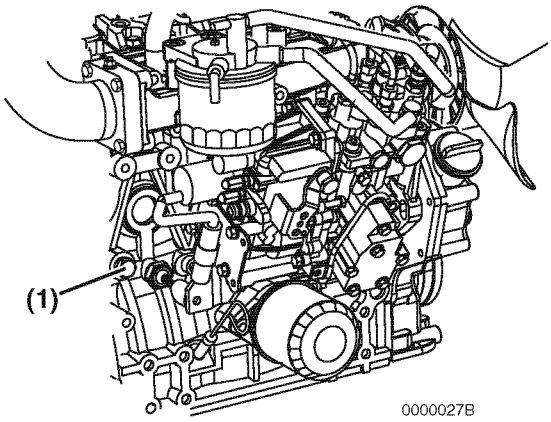

Figure 5-17
- On models not equipped with an oil cooler, remove the coolant drain plug **(Figure 5-17, (1))** from the engine block.